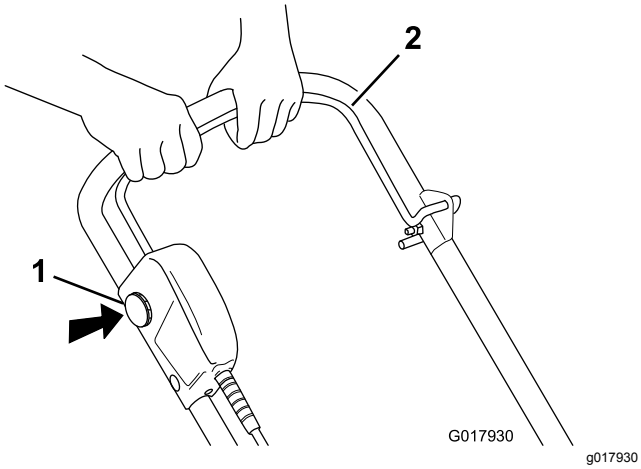

**Figur 10**
1. För att starta motorn ska du sätta i säkerhetsknappen (nyckeln), trycka och hålla inne säkerhetsknappen (nyckeln) samt trycka in styrstången mot handtaget (Figur 10).